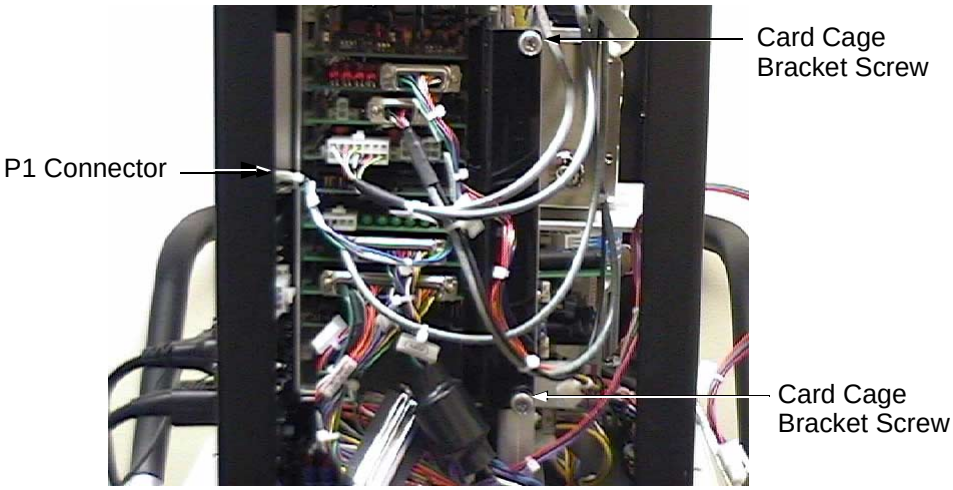

Figure 7-3 Card Cage Bracket and Connectors on Front of Boards
5. Turn the two screws that hold the card cage bracket and remove the bracket (Figure 7-3).
6. Remove the P1 connector from the side of the chassis (Figure 7-3).
1. Remove the first 5 connectors from the front (Figure 7-3 on page 7-3) boards, that is, the Digital Interface Board, Preamplifier Board (short), Gauges Board, Power Supply Board and the Valve Driver Board.